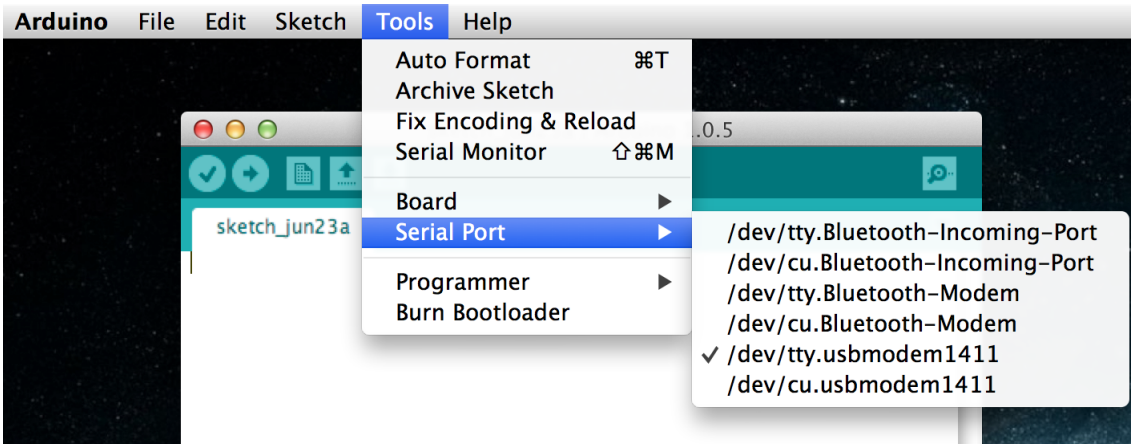

Figuur 2.2 – Arduino Software, USB poort is gevonden door de software
Sluit de Arduino aan met de USB kabel op de pc. Controleer dat de Arduino software de Arduino vindt. Kijk hiertoe in het menu: *Tools* / *Serial Port* . Meestal vindt de software de usb poort vanzelf. Zie Figuur 2.2.
- *Foutmelding bij uploaden* De juiste usb poort moet altijd ingesteld zijn. Vink daarom de juiste usb poort aan. De Arduino software vindt deze niet altijd automatisch. Zoals te zien is in Figuur 2.2. Is de USB poort niet juist dan zie je de volgende foutmelding in het venster. `avrdude: stk500_recv(): programmer is not responding`.